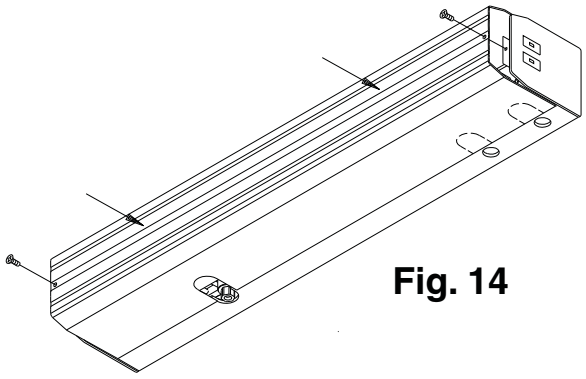

Fig. 14
2. Align cover with operator and guide into position as shown here in **Fig. 14**. Attach cover to the operator using (2) painted # 8 - 32 x 3/8" flat head machine screws, as shown.